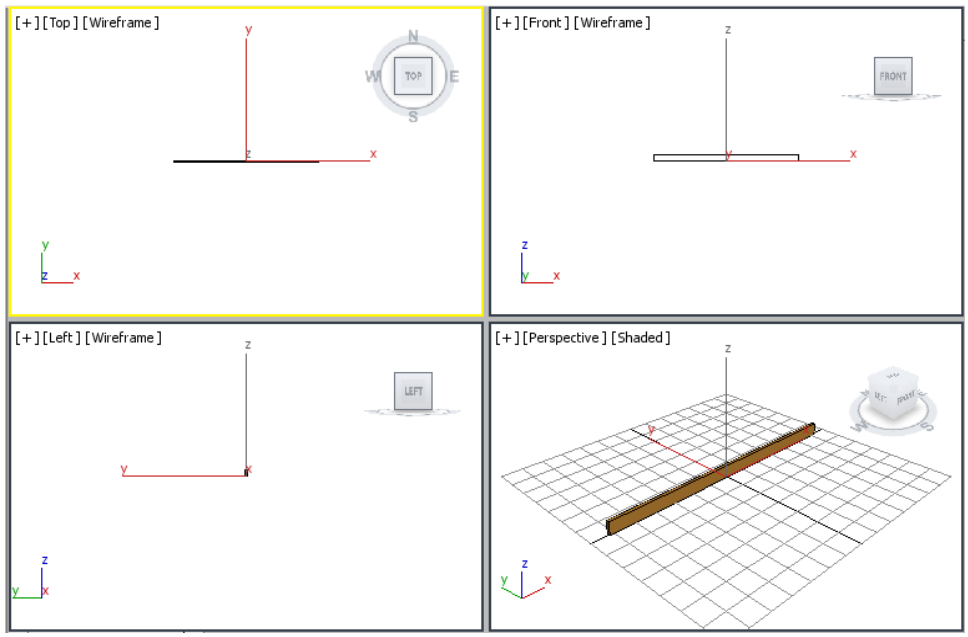

Figure 2-64 *A box created*
3. Choose the **Create** button from the **Keyboard Entry** rollout; a box is created in viewports, refer to Figure 2-64.